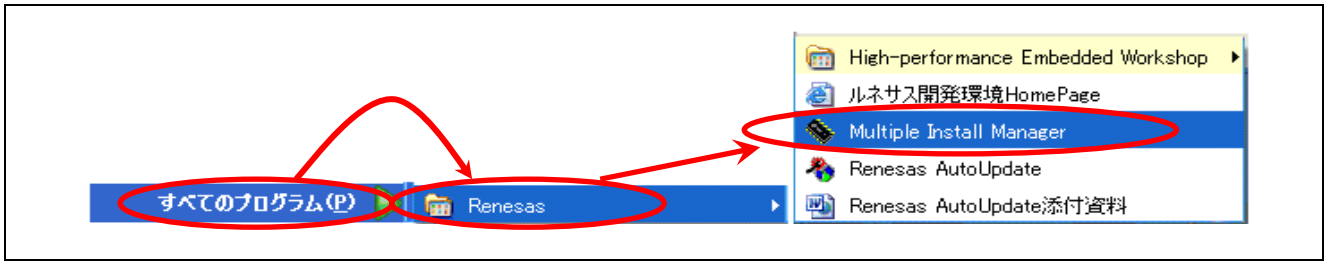

図 3.15　Multiple Install Manager の起動
(1) スタートメニューから図 3.15のように[Multiple Install Manager]を選択してください。